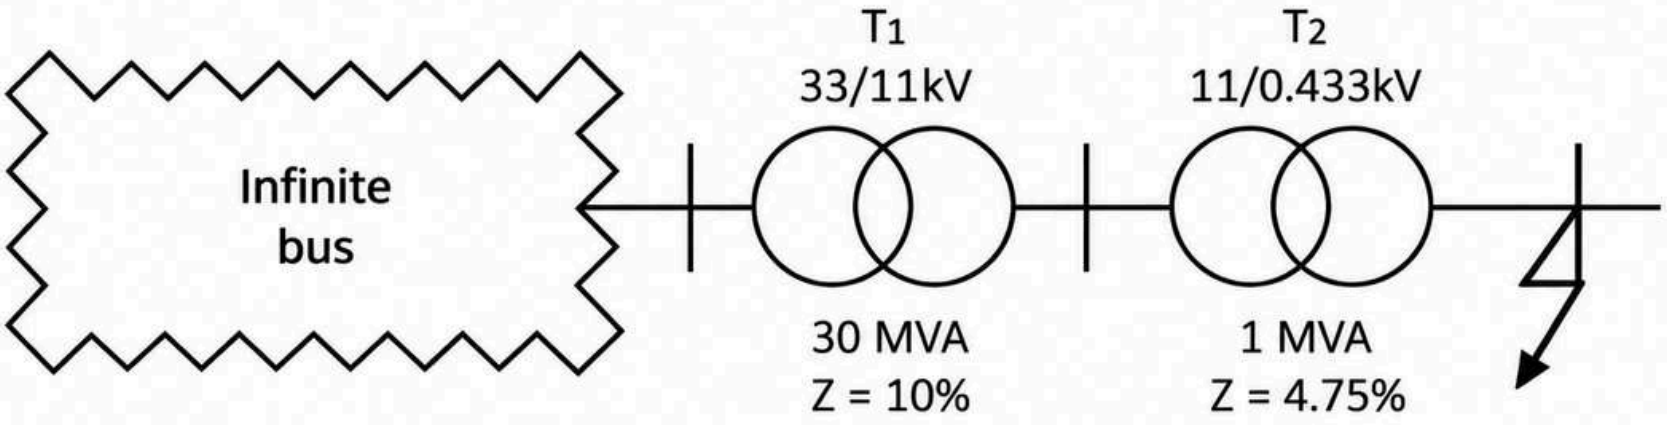

Figure E5.3(a): Simplified single-line diagram with transformers
Example E5.3 A power network is shown in Figure E5.3(a). Using the per-unit system, calculate the fault current at the Low Voltage (LV) side of the system.